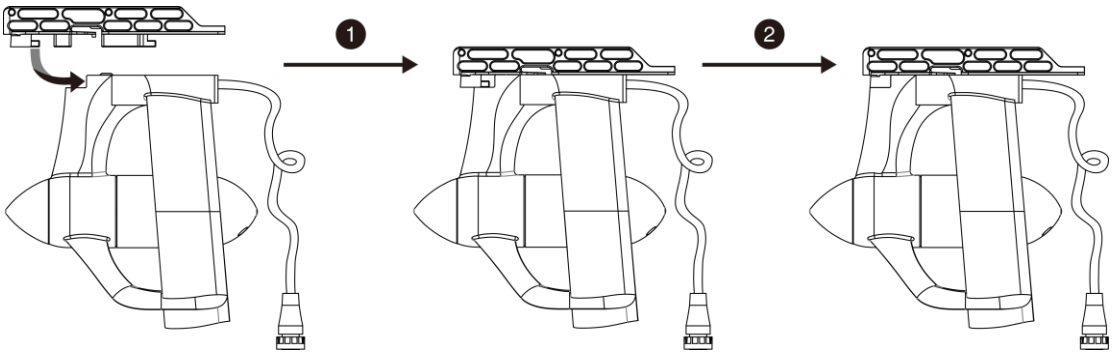

Figure 3-1
1) Attach a US fin box adapter onto the motor module base as shown in Figure 3-1. First align the adapter with the motor base; then insert the adapter into the motor base until it is well attached.